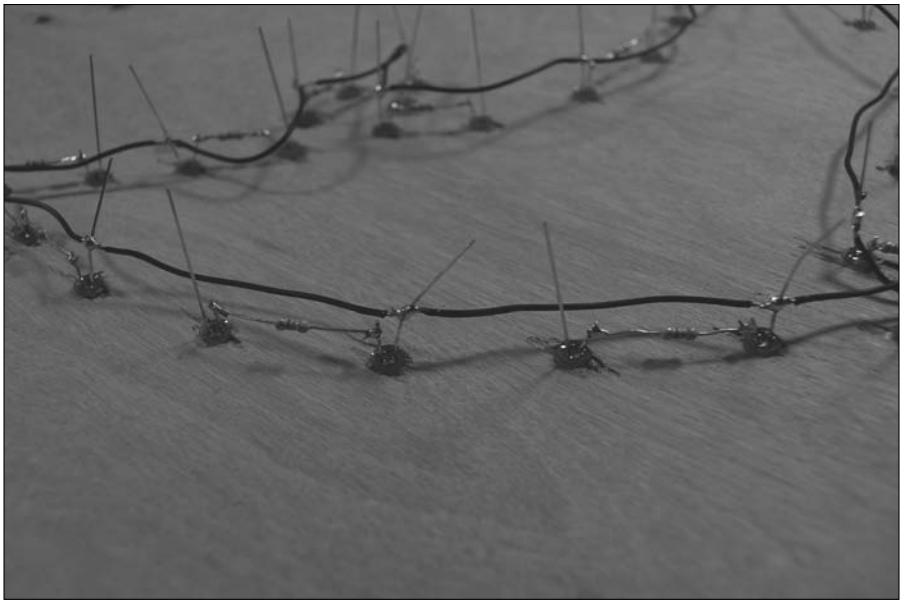

Figure 10-19: A close-up of black wires connecting short leads of LEDs.
10. Solder the black wires to the leads, as shown in Figure 10-19.